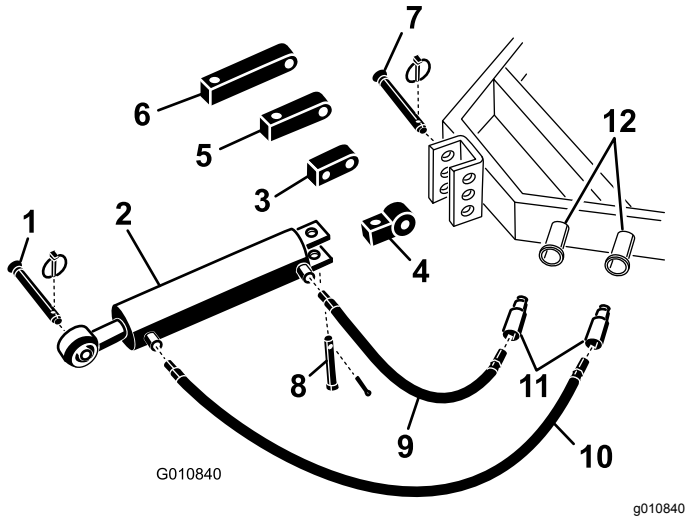

Figur 5
1. Fäst kopplingsänden på den hydrauliska topplänken på traktorenheten med de sprintar som levererades med traktorn (Figur 5).
Obs: Om hydraulcylindern måste placeras med portarna vända uppåt justerar du cylindern med hjälp av rotationsblocket istället för standardmonteringsblocket (Figur 5). Du kan använda en hydraulkoppling på 90° istället för rotationsblocket (90-graderskopplingar medföljer ej).
A. Avlägsna saxpinnen och sprinten som håller fast standardförbindelselänken på cylindern (Figur 5). Ta bort förbindelselänken från cylindern.
B. Montera rotationsblocket på cylindern med de sprintar som togs bort tidigare (Figur 5).
2. Anslut den 106 cm långa hydraulslangen till den hydrauliska topplänkens port som finns närmast luftaren Figur 5. Applicera gängtätningstejp eller gängtätningsmassa på slanggängorna för att förhindra läckage.
3. Anslut den 76 cm långa hydraulslangen till den hydrauliska topplänkens port som finns närmast traktorenheten (Figur 5). Applicera gängtätningstejp eller gängtätningsmassa på slanggängorna för att förhindra läckage.
Om hydraulcylindern inte når fram till luftarens monteringsfäste använder du ett förlängningsblock istället för standardmonteringsblocket när du ansluter cylindern till traktorenheten (Figur 5).
B. Montera förlängningsblocket med önskad längd på cylindern med de sprintar som togs bort tidigare (Figur 5).